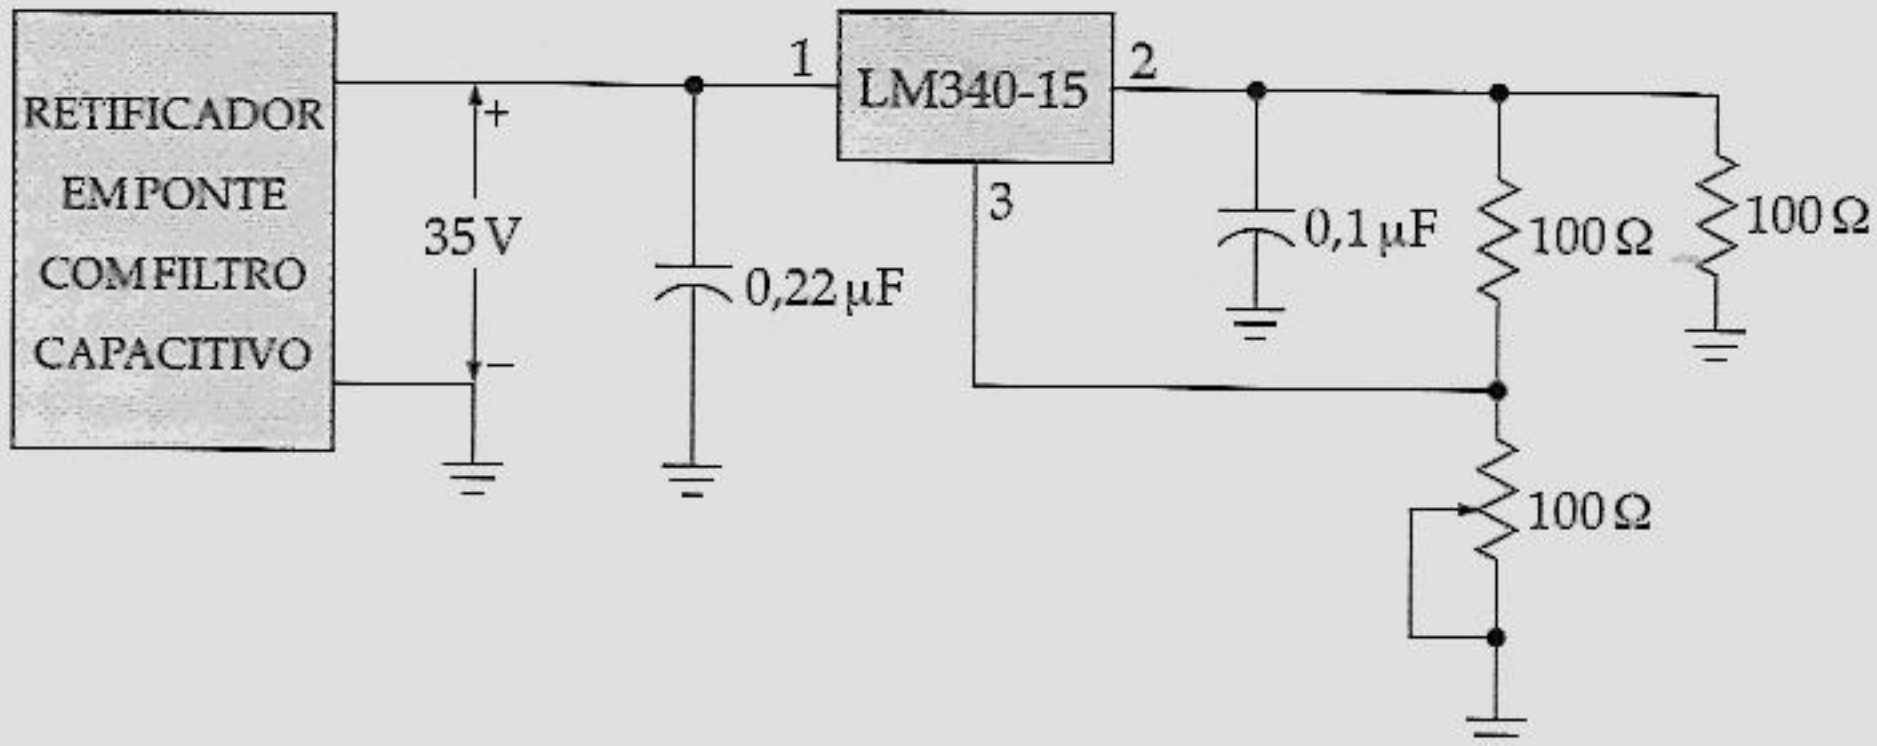

Figura 23.32
23.14 Quais são as tensões mínima e máxima no circuito da Figura 23.32?